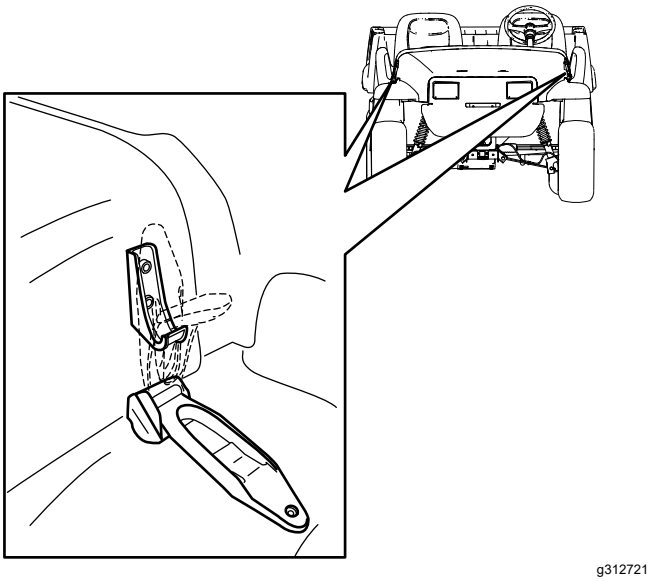

Rysunek 21
1. Pociągnij w górę uchwyt gumowych zaczepów po obu stronach maski (Rysunek 21).
2. Zamocuj maskę, dociskając gumowe zaczepy do ich uchwytów po obu stronach maski (Rysunek 21).